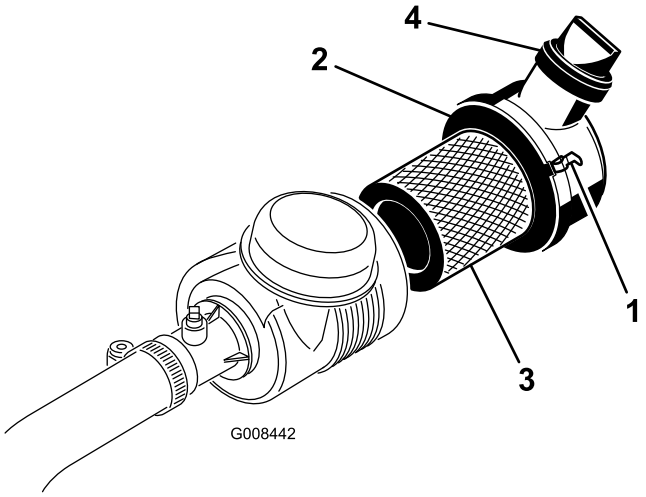

Figur 37
1. Lossa spärrhakarna som håller fast luftrenarkåpan på luftrenarhuset (Figur 37).
7. Sätt tillbaka kåpan och säkra spärrhakarna (Figur 37).